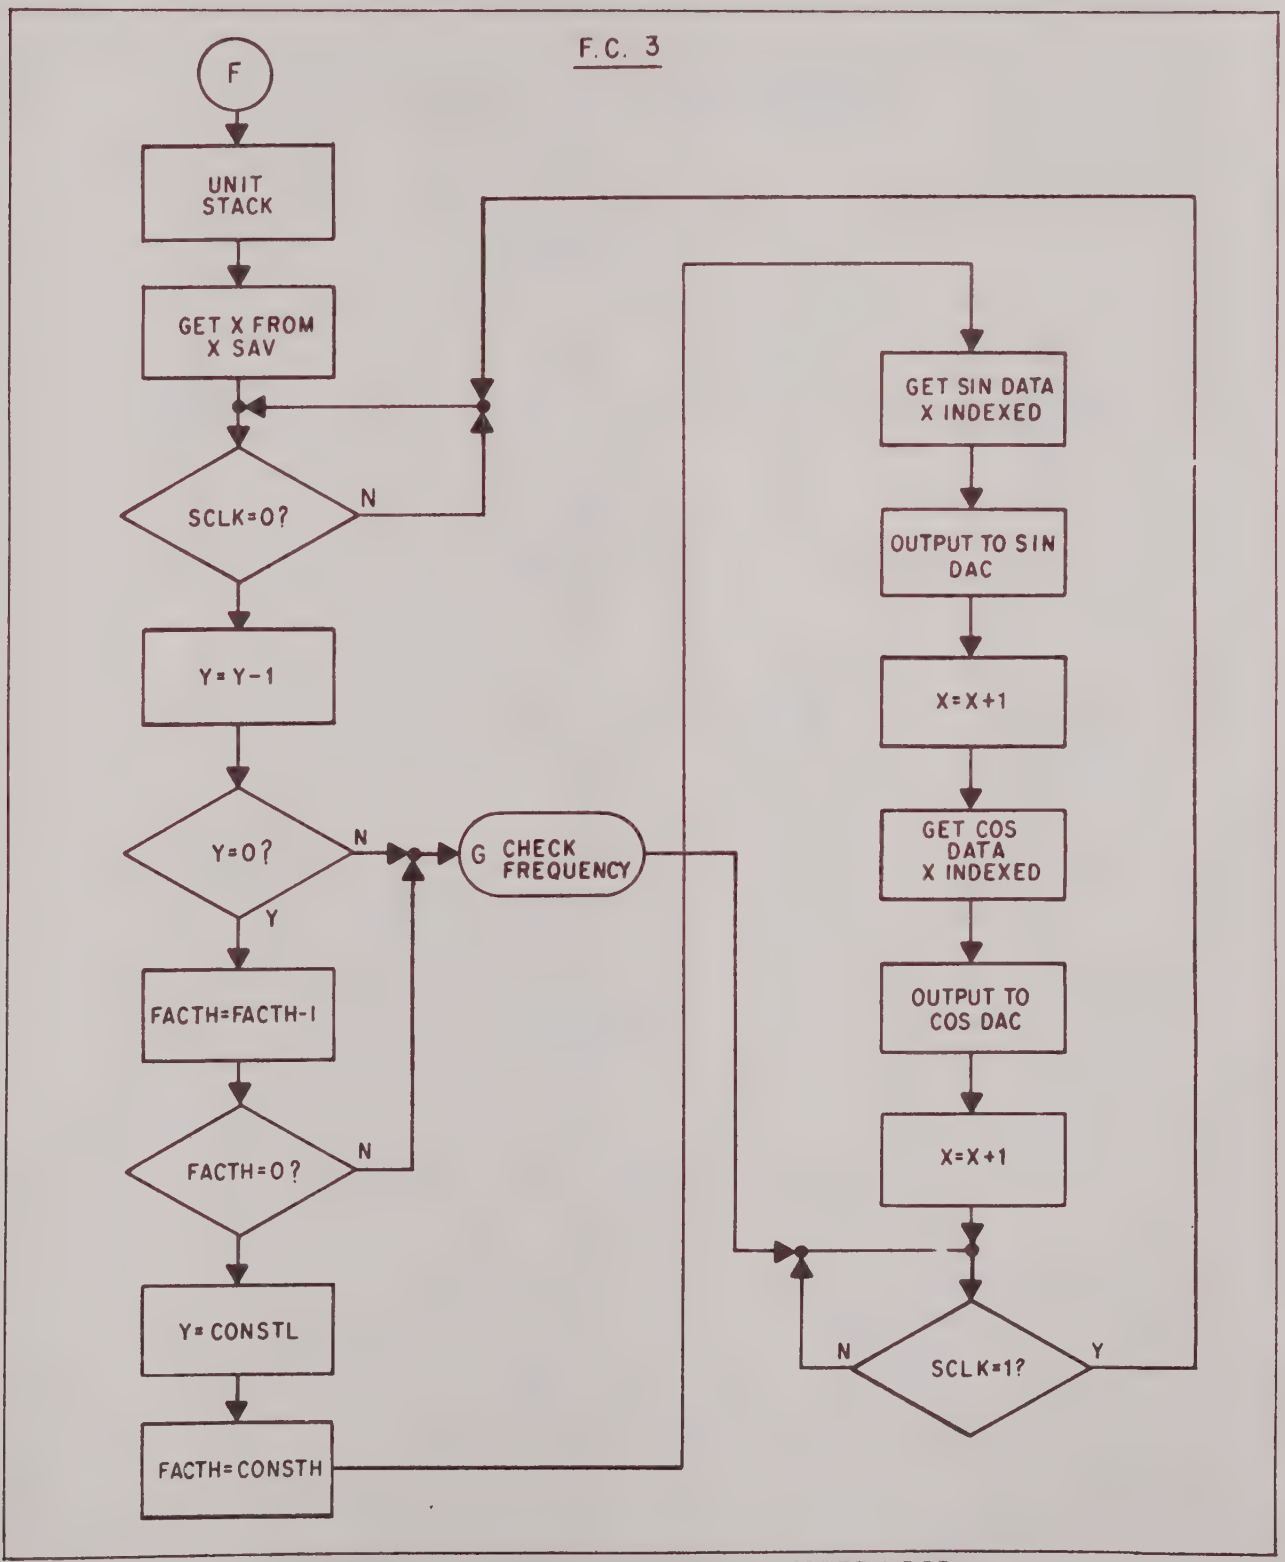

FIGURE 4-9 FLOW CHART GENERAL SPEED LOOP
At this point, the constants have already been loaded, so the index register has been incremented once from its original number. If it contains a $5 or $15, this indicates that the external step mode is to be enabled. If it contains a $18, the speed is 100mm/sec, which is a special loop. If it contains a $10, the speed is 200mm/sec. which is a special loop. If it contains a number greater than $10, the code is invalid, and we return to the stop routine, and eventually attempt to re-decode it. If none of the above is true, the speed is between .05 and 50mm/sec and we go to the general speed loop (Figure 4-9, point (F).
1. General Speed Loop (Flow Chart, Figure 4-9)
the Y register is decremented and compared to zero. If it is not zero, the processor goes to the frequency check subroutine (point G, Figure 4-9), and then returns to wait for step clock to go high again.